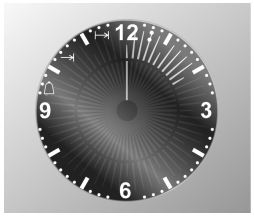

Fig. 2
- agir sur les touches + / - pour configurer le temps souhaité, le dispositif d'affichage allumera **un segment** pour chaque minute configurée (la **Fig. 2** représente 10 minutes de cuisson).